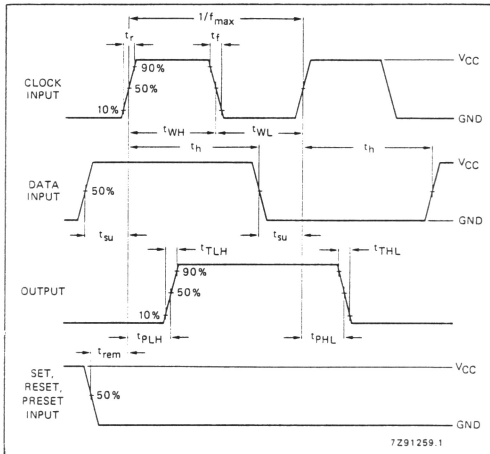

Fig. 4 Set-up times, hold times, removal times, propagation delays and the maximum clock pulse frequency for sequential logic ICs.
Notes to Fig. 4
1. In Fig. 4 the active transition of the clock is going from LOW-to-HIGH and the active level of the forcing signals (SET, RESET and PRESET) is HIGH. The actual direction of the transition of the clock input and the actual active levels of the forcing signals are specified in the individual device data sheet.